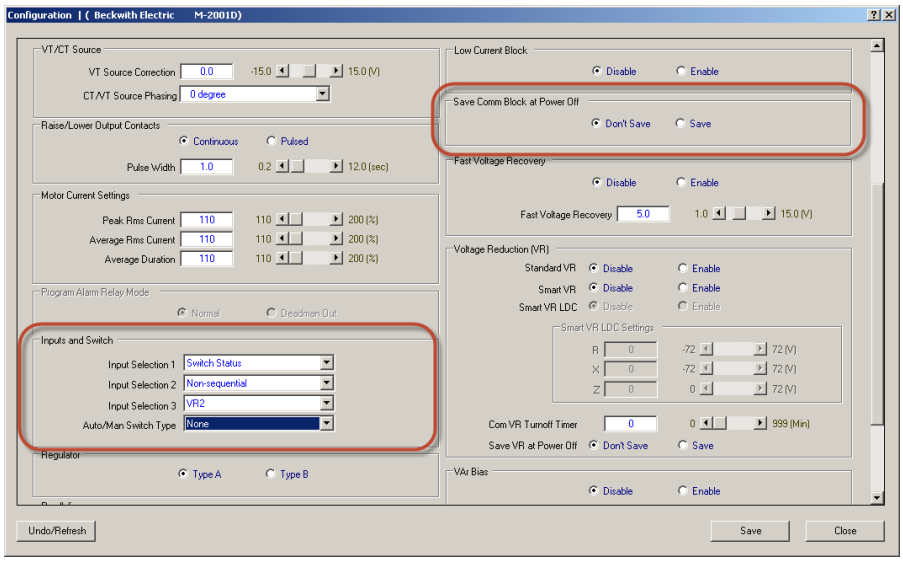

Figure 4-28 Configuration (Save Comm Block at Power Off) Dialog Screen
1. Select **Setup/Configuration** from the TapTalk toolbar. TapTalk will display the "Configuration" dialog screen (Figure 4-28).